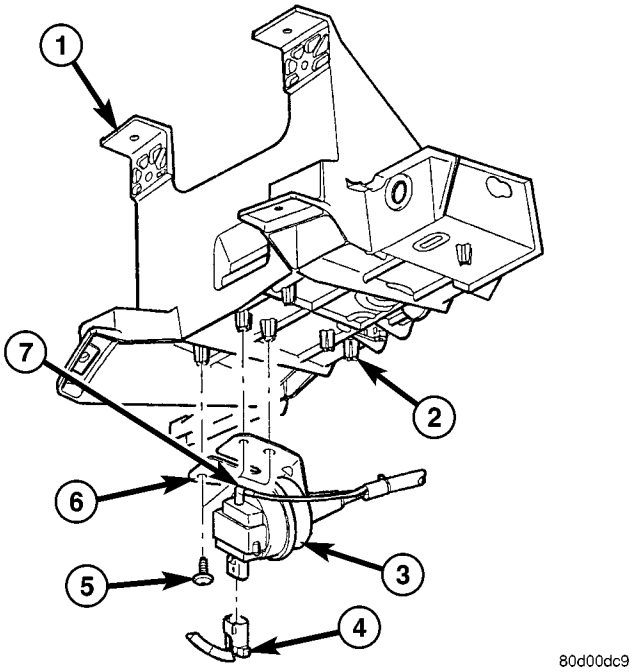
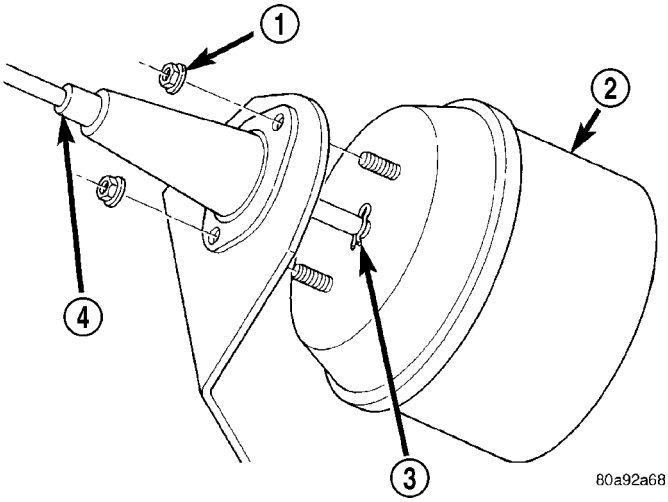

Fig. 8 SPEED CONTROL SERVO LOCATION
Fig. 9 SERVO CABLE CLIP REMOVE/INSTALL — TYPICAL
The speed control servo assembly is attached to the bottom of the battery tray (Fig. 8).
(1) Disconnect negative battery cable at battery (both cables at both batteries if diesel).
(2) To gain access to servo, remove plastic wheelhouse splash shield over left-front wheel.
(3) Disconnect vacuum line at servo (Fig. 8).
(4) Disconnect electrical connector at servo (Fig. 8).
(5) Remove 3 servo mounting screws (Fig. 8). Depending on engine application, different sets of mounting lugs (Fig. 8) are used to support servo to battery tray. While removing, note proper lugs.
(6) Disconnect servo cable at throttle body. Refer to Servo Cable Removal/Installation.
(7) Remove 2 mounting nuts holding servo cable sleeve to bracket (Fig. 9).
(8) Pull speed control cable sleeve and servo away from servo mounting bracket to expose cable retaining clip (Fig. 9) and remove clip. Note: The servo mounting bracket displayed in (Fig. 9) is a typical bracket and may/may not be applicable to this model vehicle.
(9) Remove servo from mounting bracket. While removing, note orientation of servo to bracket.
(1) Position servo to mounting bracket (Fig. 9).
(2) Align hole in cable connector with hole in servo pin. Install cable-to-servo retaining clip (Fig. 9).
(3) Insert servo mounting studs through holes in servo mounting bracket.
(4) Install 2 servo-to-mounting bracket nuts and tighten. Refer to torque specifications.
(5) Position servo assembly to correct mounting lugs on battery tray (Fig. 8) and install 3 screws. Tighten 3 screws. Refer to torque specifications.
(6) Connect vacuum line at servo.
(7) Connect electrical connector at servo.